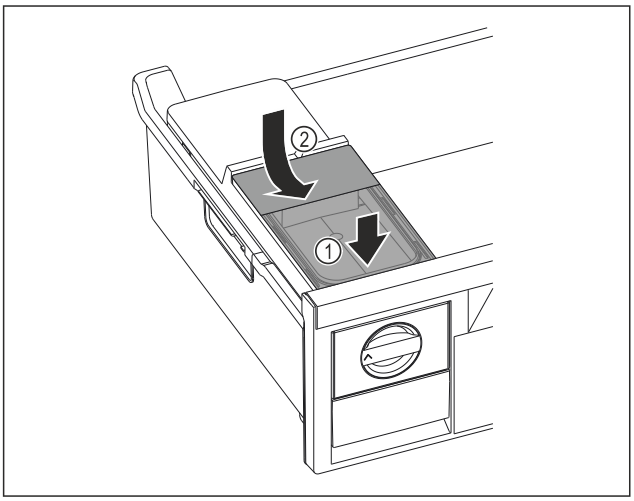

Fig. 99
▶ Rezervoar za vodo namestite spredaj. *Fig. 99 (1)*
▶ Zadaj rezervoar za vodo spustite. *Fig. 99 (2)*